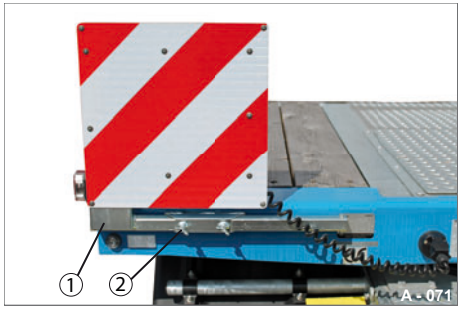
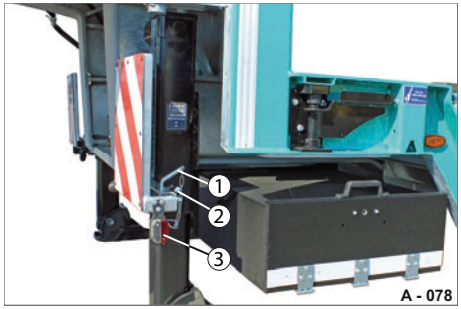

Abb. 89 Warntafel eingezogen
Abb. 94 Warntafel eingezogen
- ▶ Lösen Sie die Flügelmuttern (Abb. 89/2).
- ▶ Schieben Sie das Gestänge (Abb. 89/1) mit Warntafel so ein, dass die Warntafel bündig mit dem Fahrgestell steht.
- ▶ Ziehen Sie die Flügelmuttern (Abb. 89/2) an.
- ▶ Ziehen Sie die Flügelmuttern (Abb. 94/2) an.
- ▶ Lösen Sie die Flügelmuttern (Abb. 94/2).
- ▶ Schieben Sie das Gestänge (Abb. 89/1) mit Warntafel so ein, dass der Steckbolzen (Abb. 94/1) in die Bohrung passt.